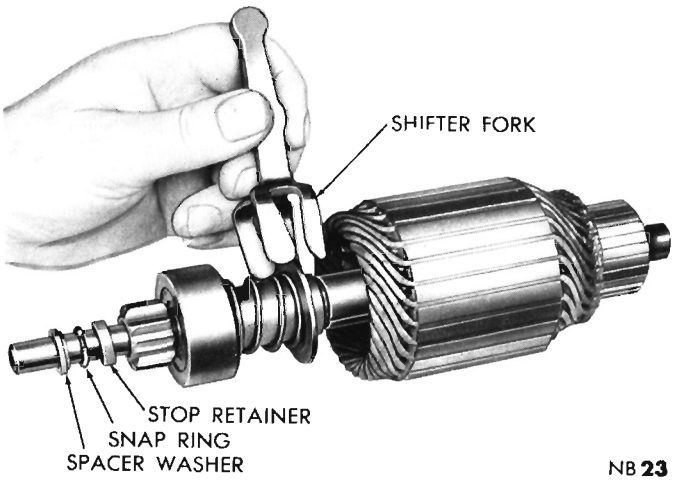

Fig. 6—Removing Shift Fork
(9) Note position of shifter fork on starter drive and remove shifter fork (Fig. 6).